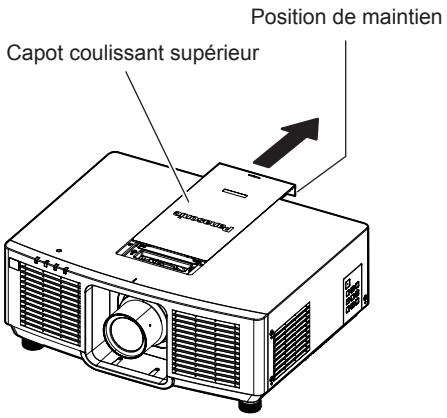

Fig. 1
1) **Faites glisser le capot coulissant supérieur. (Fig. 1)**